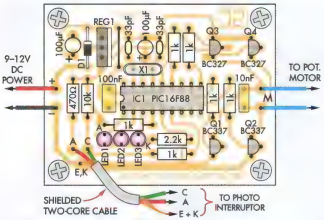

Fig.2: follow this diagram to assemble the PCB. Note that two different transistor types are used for Q1-Q4.
Fig.2 shows the parts layout on the PCB. Check the PCB carefully for any
The photo-interrupter is mounted inside the projector and is positioned so that the shutter vanes pass through its slot. It's then connected to the PCB via twin-core shielded cable. Note that both the cathode (K) and emitter (E) leads of the photo-interrupter are connected to the shield wire – see Fig.2.